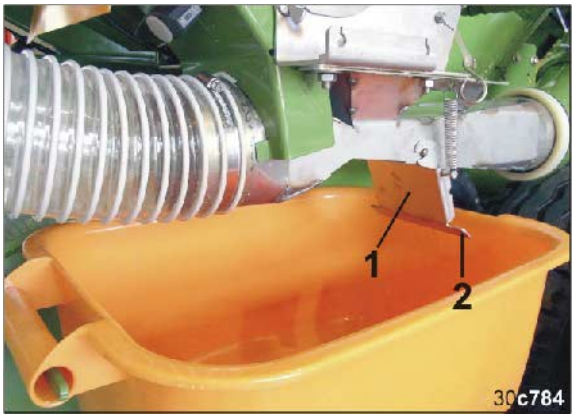

**Fig. 152**
**Risque d'écrasement lors de l'ouverture et de la fermeture de la trappe de canal d'injection (Fig. 152/1).**
Saisissez la trappe de canal d'injection uniquement par l'attache (Fig. 152/2), sinon vous risquez de vous blesser lors de la fermeture de la trappe sous l'effet de son ressort.